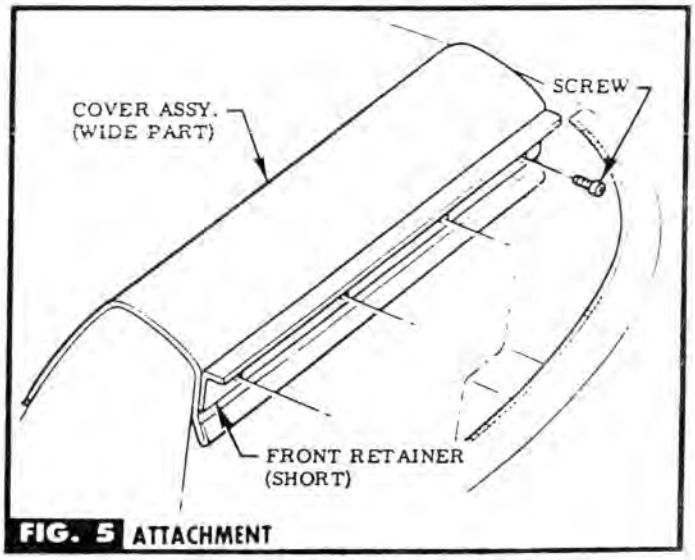

FIG. 5 ATTACHMENT
STEP 20 INSTALL MATERIAL & RETAINERS. SEE FIG. 5.